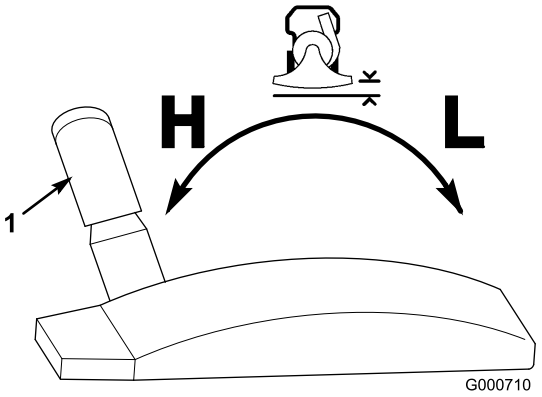

Figuur 17
3. Beweeg de hoogteverstelling naar voren om het inlaathuis lager te zetten en naar achteren om dit hoger te zetten (Figuur 17).